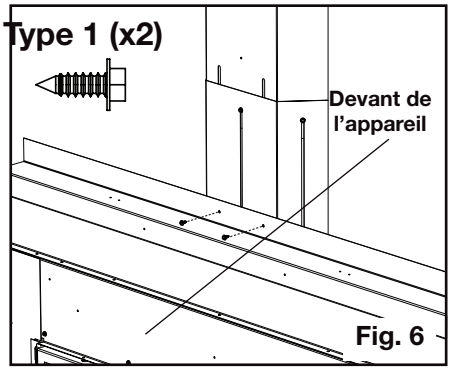

Fig. 6
6. Fixez le bouclier d'aération à l'aide de deux fixations (fournies) au bouclier du linteau **(Figure 6).**